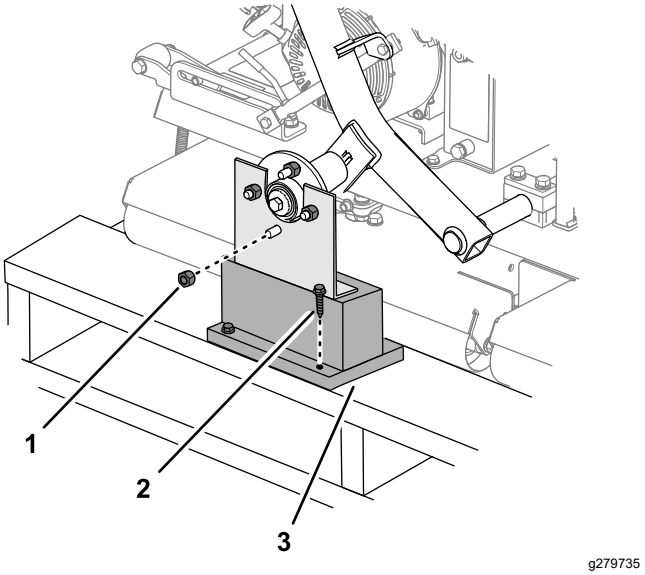

Рисунок 3
1. Снимите зажимные гайки, крепящие ступицы колес к транспортировочным кронштейнам (Рисунок 3).
2. Отверните другую зажимную гайку, навернутую на шпильку ступицы колеса (Рисунок 3).
3. Отверните глухари, крепящие транспортировочные кронштейны к поддону, и снимите кронштейн (Рисунок 3).